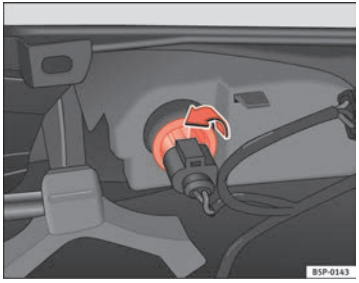

Fig. 195 Lamp on interior side of bumper
– Rotate the bulb holder to the left, and remove it in the direction of the arrow ⇒ fig. 195.